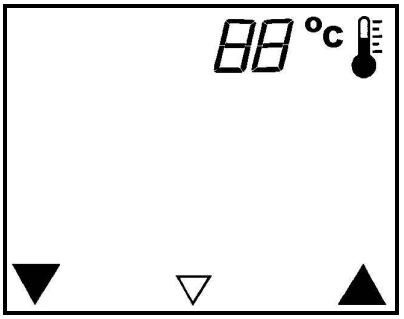

Rys. 16
1. Proszę wybrać program "Ustawienie temperatury gorącej wody". Na displayu pokaże się rys. 16.
- w celu podwyższenia temperatury proszę nacisnąć na prawą stronę przycisku (13).
- w celu zmniejszenia temperatury proszę nacisnąć lewą cześć przycisku (13).